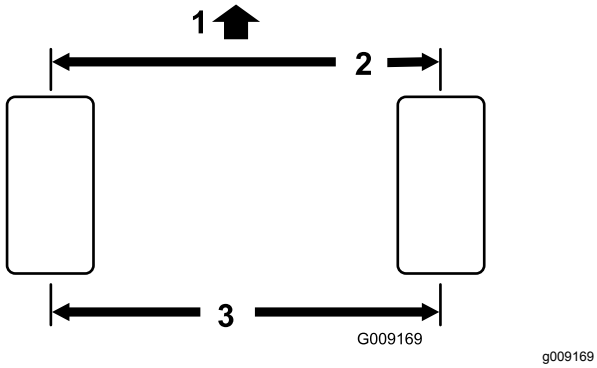

Figuur 76
1. Meet de afstand hart-op-hart van het toespoor (ter hoogte van de assen) aan de voorzijde en de achterzijde van de stuurwielen. De afstand aan de voorzijde moet 3 mm korter zijn dan de gemeten afstand aan de achterzijde (Figuur 76).